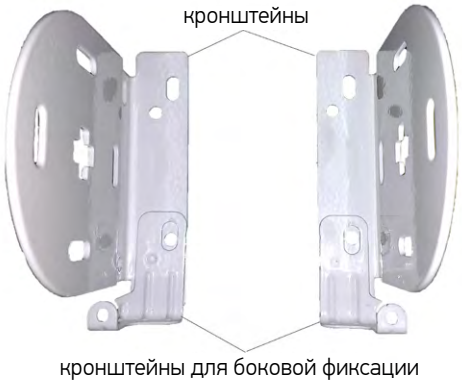

Рис. 3. Установка верхних кронштейнов для боковой фиксации
3. Просверлить отверстия под кронштейны, при необходимости вставить дюбели*. Если изделие с опцией боковой фиксации (только для моделей Классика LVT и Пружина 32 мм LVT), то наложить кронштейны для боковой фиксации на обычные кронштейны, как показано на рис.3. Прикрутить кронштейны саморезами*.